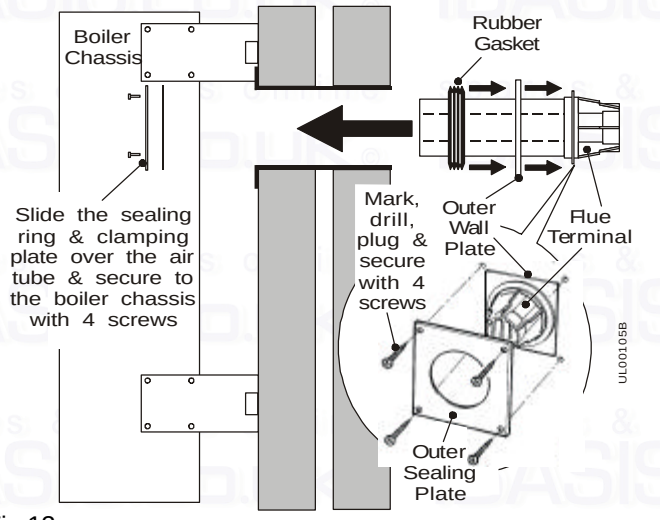

Fig 13
See Fig.13.
15. Slide the sealing ring and clamping plate over the flue and push up to the boiler chassis. Secure using the four screws previously removed. See Fig.13.